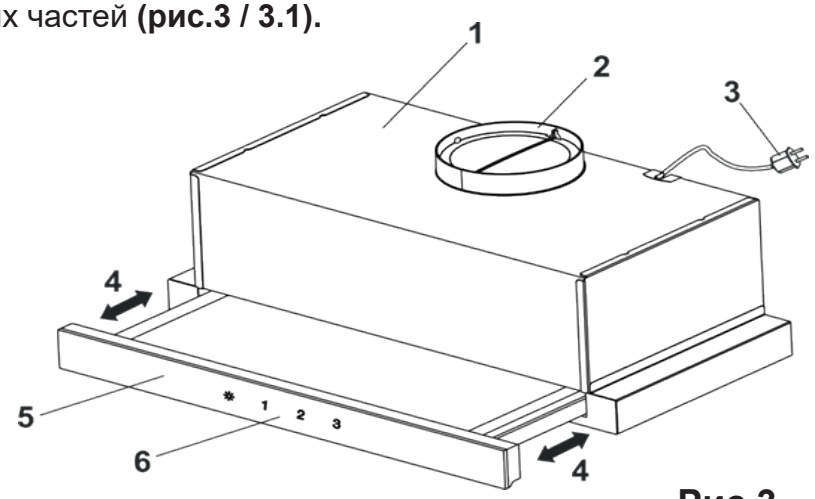

Рис.3
ВНИМАНИЕ! Дополнительно изделие изготовляется со следующими декоротивними элементами **(рис.3):**
5.3 Вытяжка состоит из следующих составных частей **(рис.3 / 3.1).**